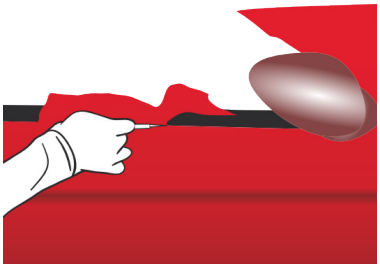

Figure 31
- Pour réaliser la découpe, la lame du cutter doit être placée bien à plat, entre la carrosserie et le joint, perpendiculairement au joint. Réaliser la découpe en gardant toujours cette orientation de la lame. (FIG. 31)